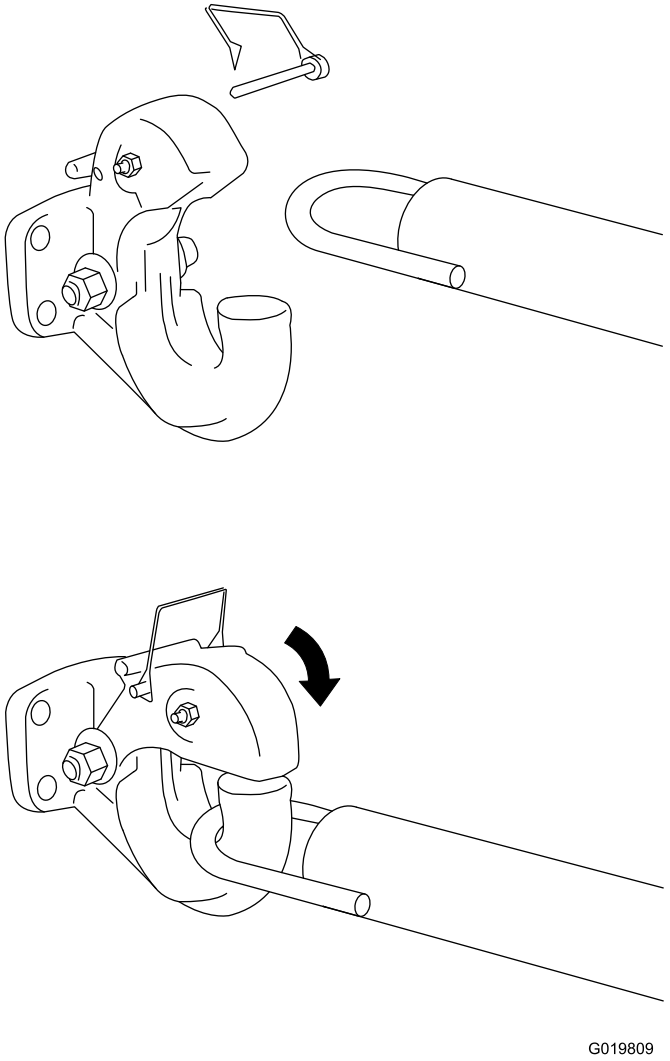

Figure 21
1. Retirez la goupille de l'œillet d'attelage et ouvrez-le (Figure 21).
2. Placez l'anneau de la barre de remorquage sur le crochet de l'œillet d'attelage (Figure 21).
3. Fermez le haut de l'œillet d'attelage et fixez-le avec la goupille (Figure 21).